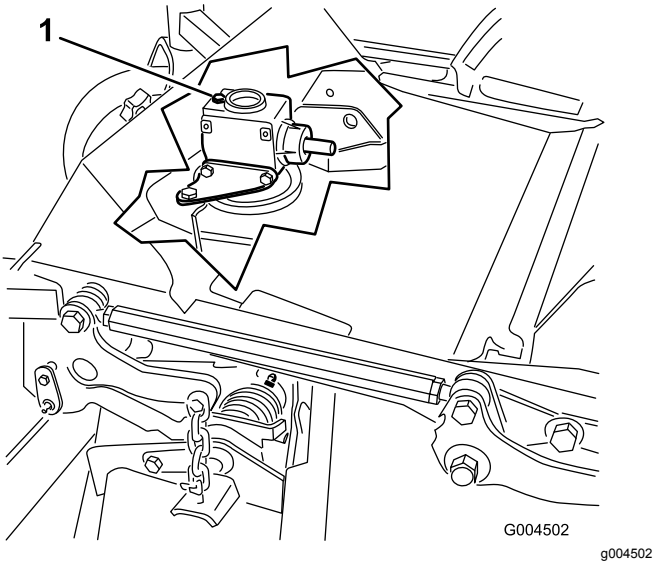

Rysunek 29
6. Odkręć wskaźnik poziomu / korek wlewu z góry skrzyni przekładniowej i upewnij się, że poziom oleju znajduje się między oznaczeniami na wskaźniku poziomu (Rysunek 29).
6. Odkręć wskaźnik poziomu / korek wlewu z górnej części skrzyni przekładniowej (Rysunek 29).